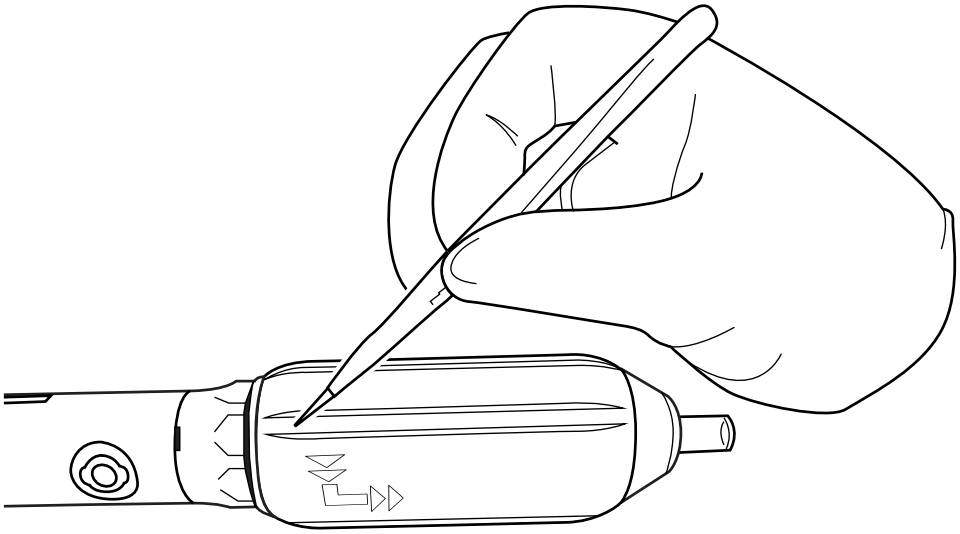

Figura 16. Incisione dell'impugnatura posteriore
2. Incidere l'impugnatura posteriore blu lungo uno dei solchi e rimuoverla dall'estremità posteriore del dispositivo (figura 16).